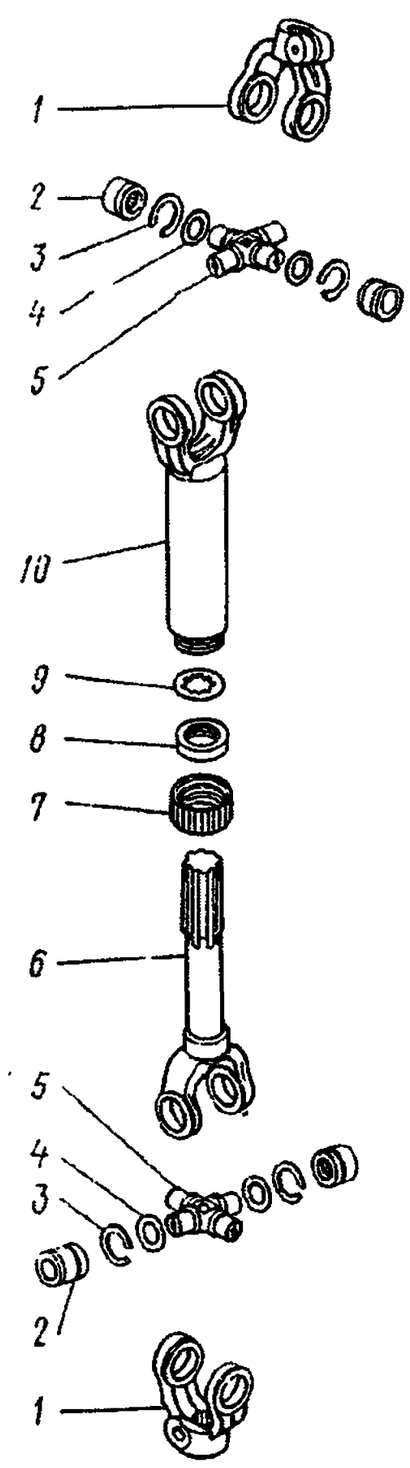

Рис. 279. Вал карданный рулевого управления:
1. Отверните обойму *7* (рис. 279) уплотнительного кольца *8*, выньте шлицевой стержень *6* в сборе с шарниром из втулки *10*, выньте упорное кольцо *9* и уплотнительное кольцо *8*	Оправка, трубный ключ
6. На шейки крестовины *5* (см. рис. 279) наденьте уплотнительные кольца *4*, введите крестовину в отверстия вилки шлицевого стержня *6* и, придерживая крестовину, запрессуйте подшипники *2* в отверстия вилки. Установите упорные кольца *3*.	Молоток, оправка, посуда для смазки